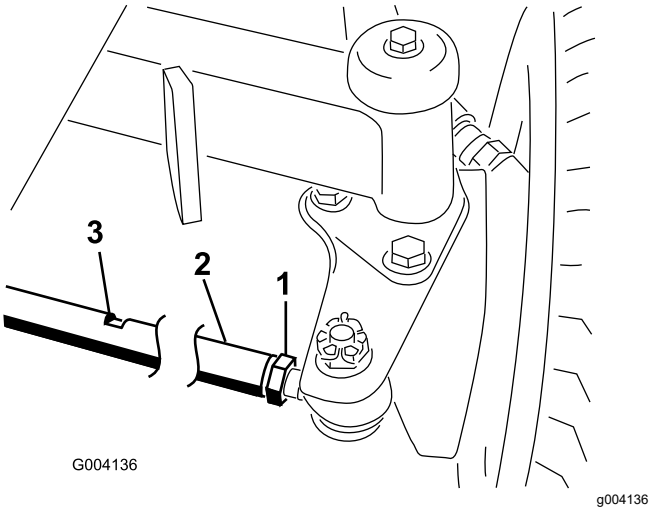

**Figuur 107**
1. Draai de contramoeren aan de uiteinden van de trommel van de tractiestang los (Figuur 107).